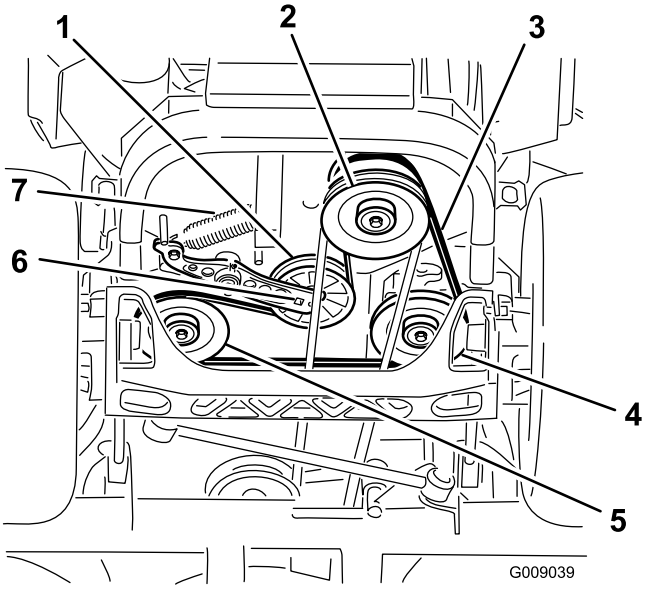

Figur 78
4. Løft maskinen, og understøt den med donkrafte (Figur 78).
5. Brug en skralde i det firkantede hul i styrearmen for at fjerne styrefjederen (Figur 78).
6. Tag styrefjederen af stellet (Figur 78).
9. Brug en skralde i det firkantede hul i styrearmen for at montere styrefjederen på stellet (Figur 78).